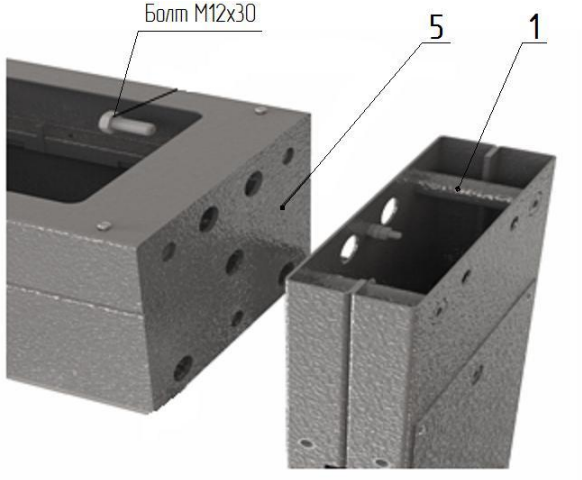

Рис. 1
1. Сборка турникета (рис. 1, 2):
– положите на пол на боковую плоскость раму привода **5** (рис. 1), (предварительно постелив лист картона), рядом аналогично положите две стойки крыла прохода **1** и **2** ; состыкуйте указанные элементы друг с другом присоединительными элементами и закрутите по три болта М12 с каждой стороны; поставьте собранный портал вертикально на месте установки турникета.